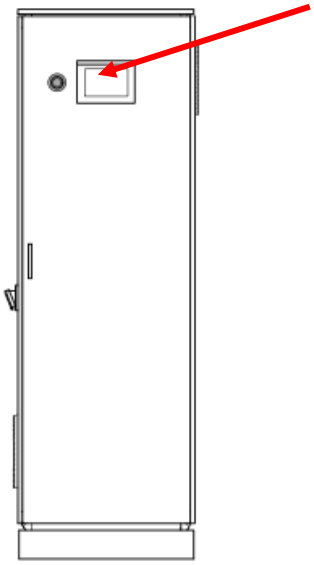

Abbildung 7: Beispielhafte Position des Notausschalters am Schaltschrank im Turmfuß
- Betätigung der Notausschalter (Abbildung 6, Abbildung 7)